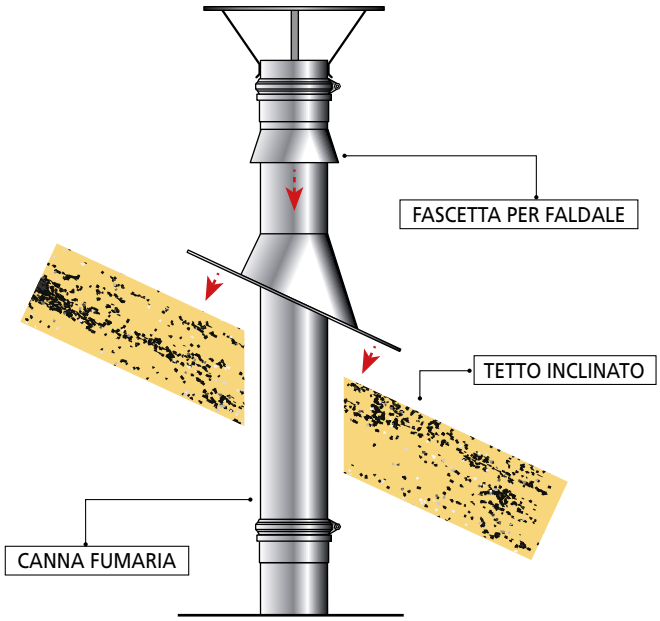
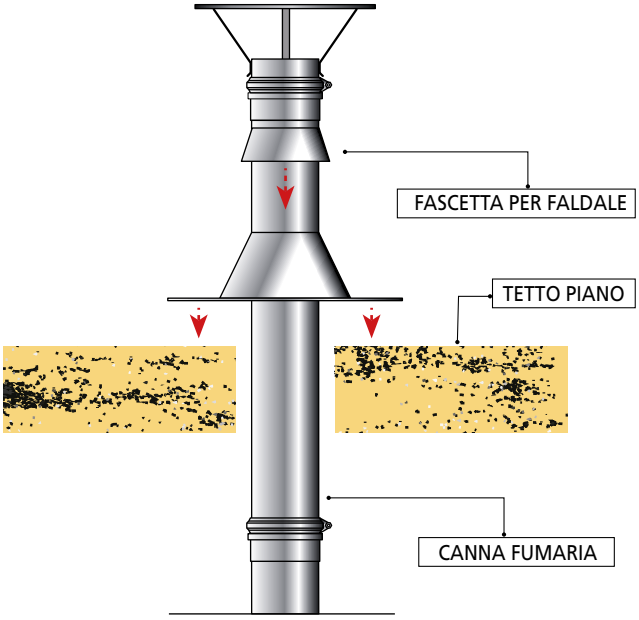

FIGURA 4A
FIGURA 4B
- avvolgere l'elemento lineare e il cono del faldale con la fascetta per faldale serrando le viti e sigillando il tutto con un leggero velo di silicone (**figura 4A** e **figura 4B**).